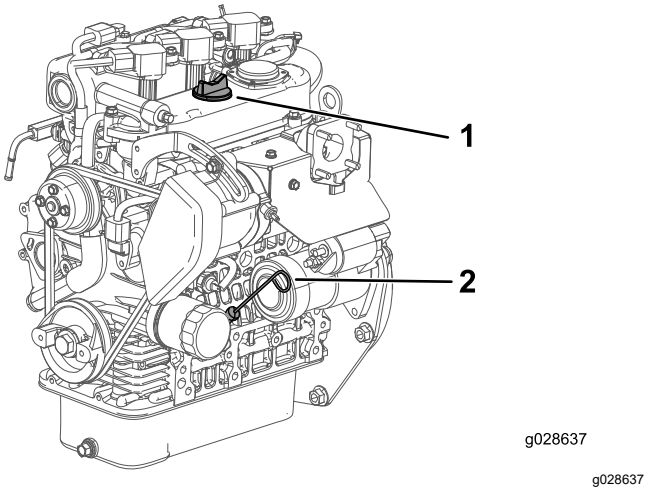

Figur 16
2. Ta ut oljestickan och torka av den med en ren trasa (Figur 16).
3. Sätt i oljestickan i röret och se till att den sitter som den ska (Figur 16).
4. Ta ut oljestickan och kontrollera oljenivån (Figur 16).
5. Om oljenivån är låg tar du bort påfyllningslocket (Figur 16) och fyller på tillräckligt med olja så att nivån når upp till markeringen FULL på oljestickan.
6. Sätt tillbaka oljestickan så att den sitter ordentligt (Figur 16).